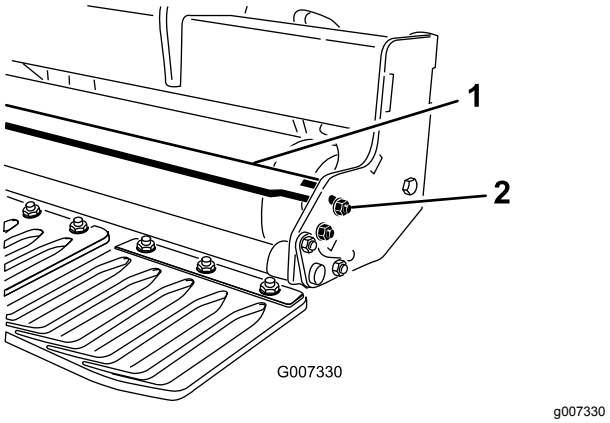

**Figur 16**
1. Lossa på fästelementen som håller fast skrapans båda ändar på rullskrapans flik (Figur 16).